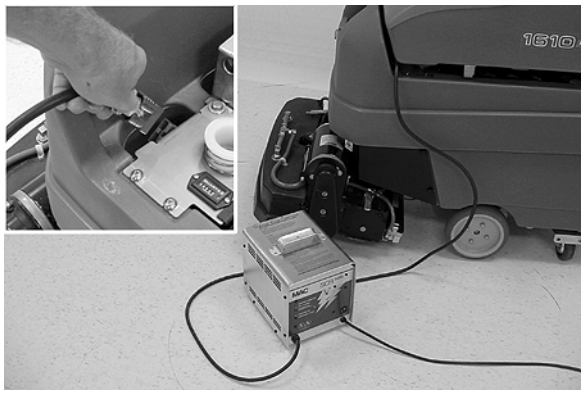

FIG. 29
6. Rechargez les batteries (Figure 29). Voir CHARGE DES BATTERIES.